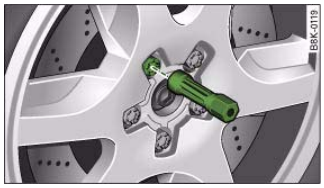

Fig. 245 Changing a wheel: Hexagonal socket in screwdriver handle to turn the wheel bolts after they have been loosened
– Using the **hexagonal socket** in the screwdriver handle (provided in the vehicle's tool kit) ⇒ fig. 245, unscrew the wheel bolt nearest to the *top* and place the bolt on a clean surface. ▶